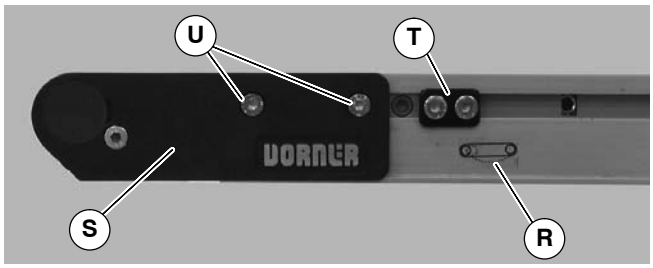

Figure 20
6. Using finger grip holes (AN), open the tension door (AO) to release conveyor belt tension.
7. On tension end of the conveyor, identified with a label (R of Figure 20), push in head plate assembly (S): On both sides of conveyor, loosen and move cam tracking assemblies (T) (if equipped) away from head plates, then loosen fastening screws (U) and push head plate assembly inward.